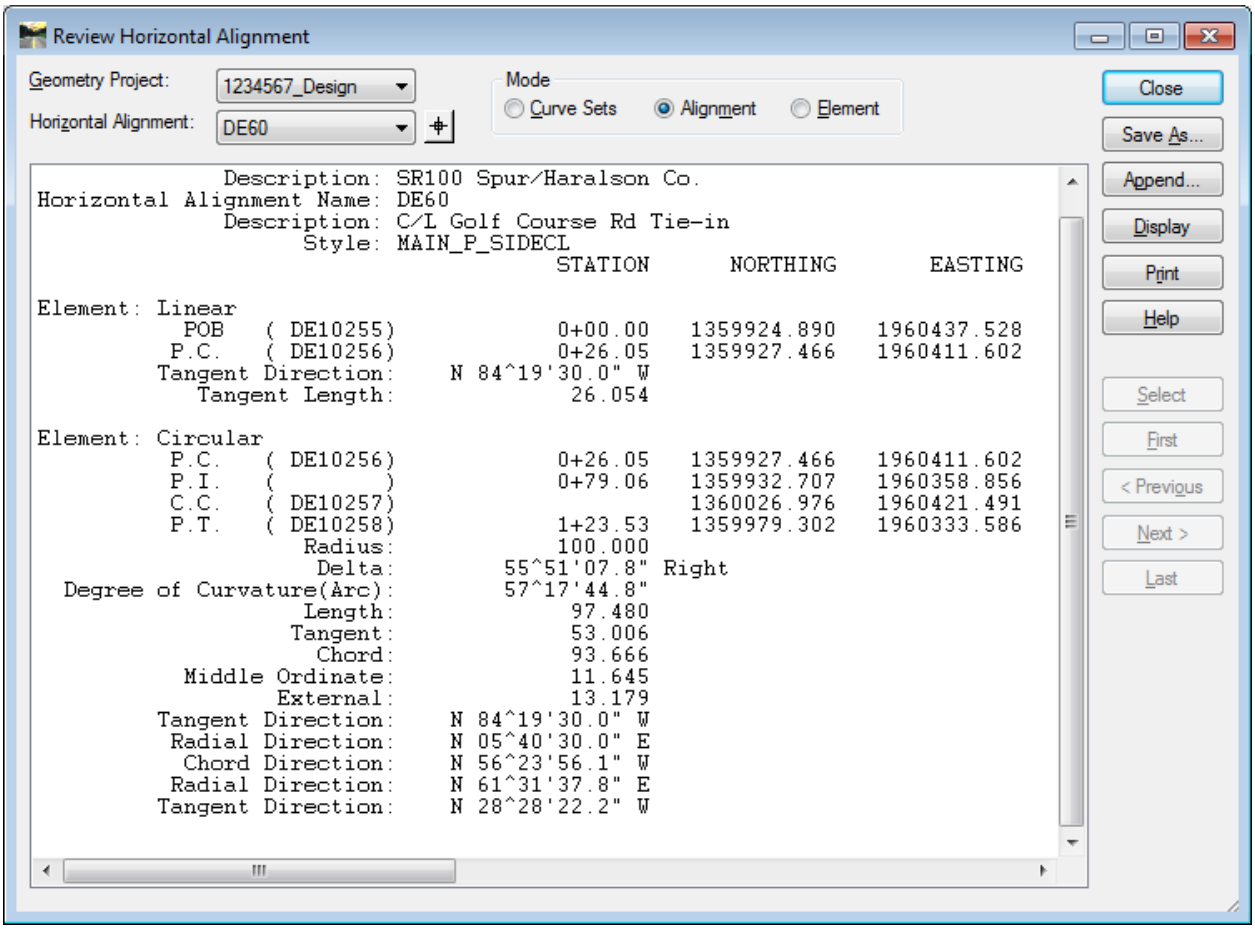

Figure L5-6 Review Horizontal Alignment
14.	**Review Alignment DE60.** • In InRoads, select **Geometry ► Review Horizontal**. The **Review Horizontal Alignment** window opens as shown in *Figure L5-6*. • Notice in the **Review Horizontal Alignment** window the coordinates now have names assigned to them. • Close the **Review Horizontal Alignments** window.